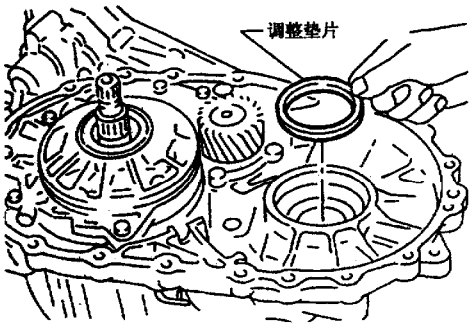

图 9－12－26
(23) 如图 9－12－27 所示，变矩器壳体上拆下差速器轴承外座圈。